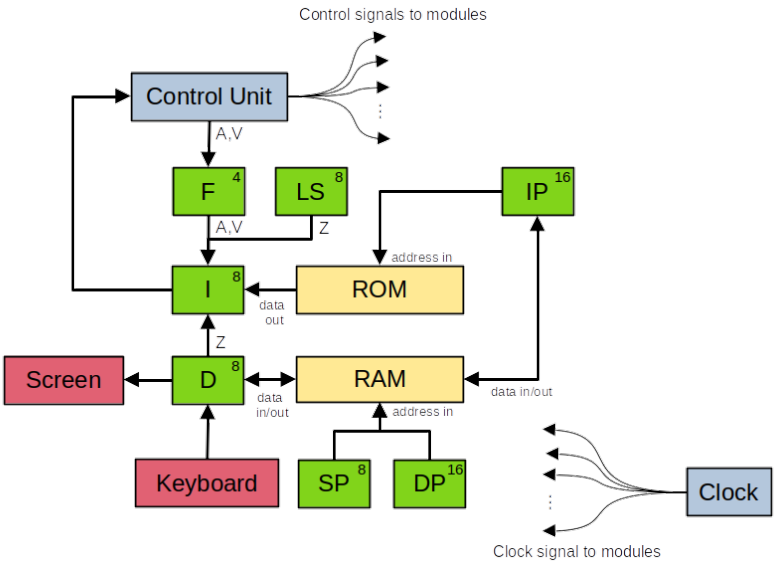

Figure 5: Connections between modules in the BF processor.
The processor consists of three basic building blocks: registers, memory and a control unit. The ALU is missing from this list because the only operations that it needs to perform are addition and subtraction of the value 1, which can be done directly at the register-level when using up/down binary counters like the 74LS193 integrated circuit. The program (a sequence of BF instructions) is stored into Read Only Memory (ROM), whereas the data is stored in Random Access Memory (RAM). Instructions (4-bits) are loaded from ROM into the instruction register (I), together with some flags that encode the state of the machine. Depending on the state and current instruction, the Control Unit sets the appropriate control signals for each of the modules in order for the system to perform the next computation. Figure 5 shows how each of the modules is communicating with other modules. In the sections below, each of these connections will be clarified further.
Not all registers (green modules in Figure 5) have the exact same functionality. All of them store a value, but not all are required to count, let alone count in both directions. Table 1 shows which of the registers are able to perform certain actions. The control signals have been abbrivated as follows: